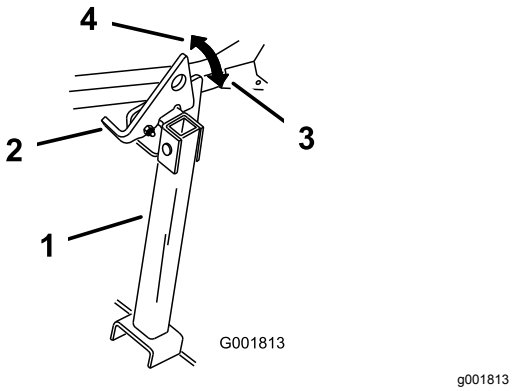

Figur 49
2. Hev spaken til ulåst stilling (Figur 49).